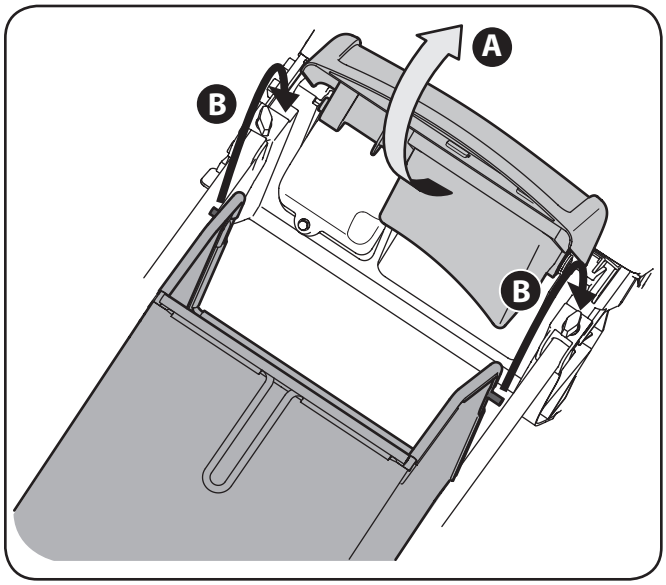

Figura 3-8
b. Lugar de colección de césped en las ranuras en el mango entre corchetes como se muestra en Figura 3-8. Suelte la puerta de descarga de modo que descanse sobre el colector de césped.